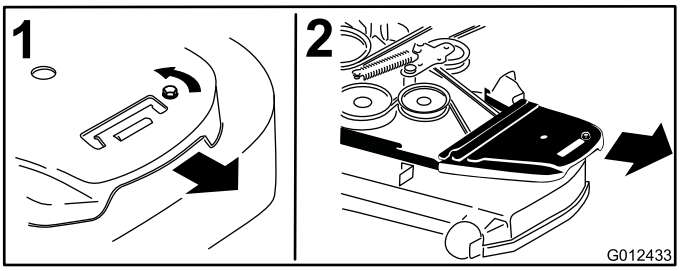

**Figur 73**
4. Fjern remskærmene og de bolte, der sidder på dem (Figur 73).